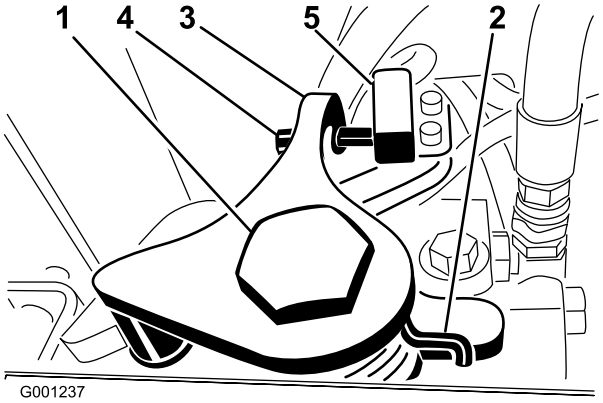

Figuur 57
3. Draai de klemschroef aan de andere kant van de afstelnok van de tractie los (Figuur 57).
7. Draai aan de schroef op de arm voor de terugkeer naar de neutraalstand (Figuur 57) totdat de afstand tussen het uiteinde van de schroef en het schakelaarcontact 2,3 tot 3,8 mm bedraagt.